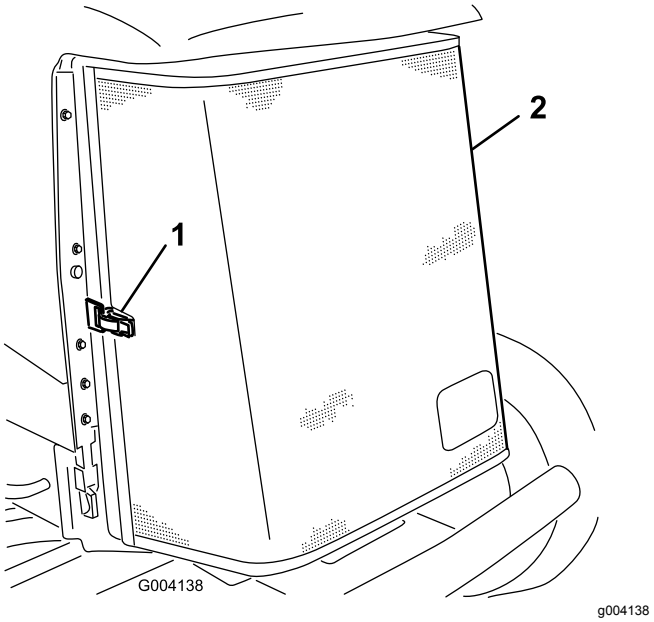

Figur 84
3. Lås opp klemmen og sving bakre skjerm åpen (Figur 84).